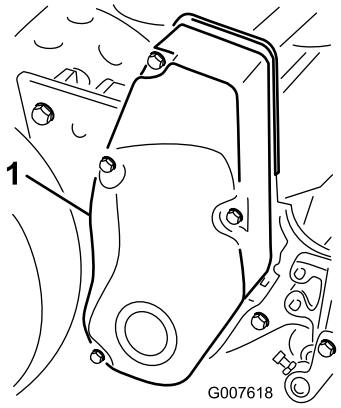

Figura 38
1. Retire a cobertura dos parafusos de montagem da correia e a cobertura da correia (Figura 38).